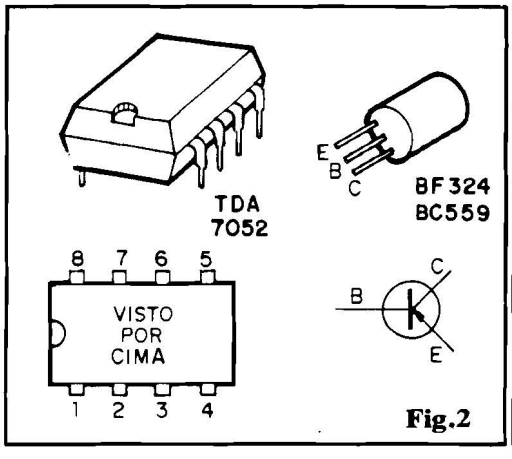

Fig.2
- **FIG. 2** - PINAGENS DOS PRINCIPAIS COMPONENTES - O Integrado TDA 7052, transístores BC559 e BF324, são vistos em aparência, símbolos e identifi-